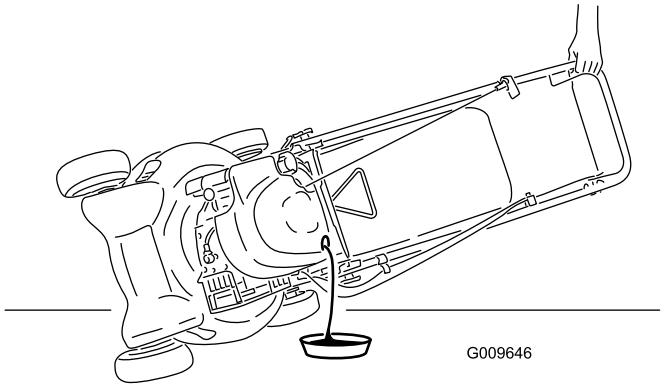

Figure 22
3. Inclinez la tondeuse sur le côté (jauge en bas) pour vidanger l'huile usagée par le goulot de remplissage (Figure 22).